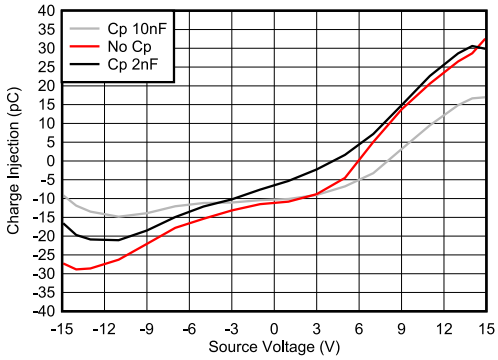

Figure 8-2. Charge Injection Compensation
The MUX708-Q1 contains specialized architecture to reduce charge injection on the Drain (D). To further reduce charge injection in a sensitive application, a compensation capacitor (Cp) can be added on the Source (Sx). This will ensure that excess charge from the switch transition will be pushed into the compensation capacitor on the Source (Sx) instead of the Drain (D). As a general rule of thumb, Cp should be 20x larger than the equivalent load capacitance on the Drain (D). Figure 8-2 shows charge injection variation with different compensation capacitors on the Source side. This plot was captured with a 100pF load capacitance.